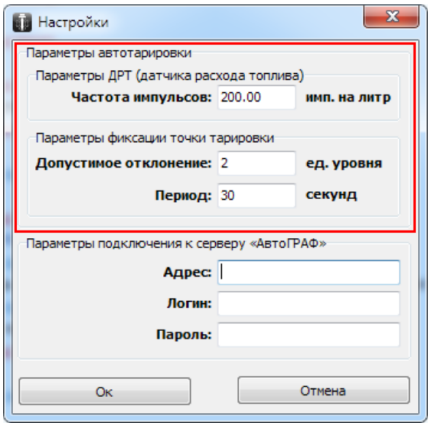

Рис.2. Настройка автотарировки.
- В появившемся меню (Рис.2) необходимо задать настройки расходомера в блоке «Параметры ДРТ» – частоту импульсов (количество импульсов на 1 литр топлива). Данная характеристика приведена в документации на расходомер;